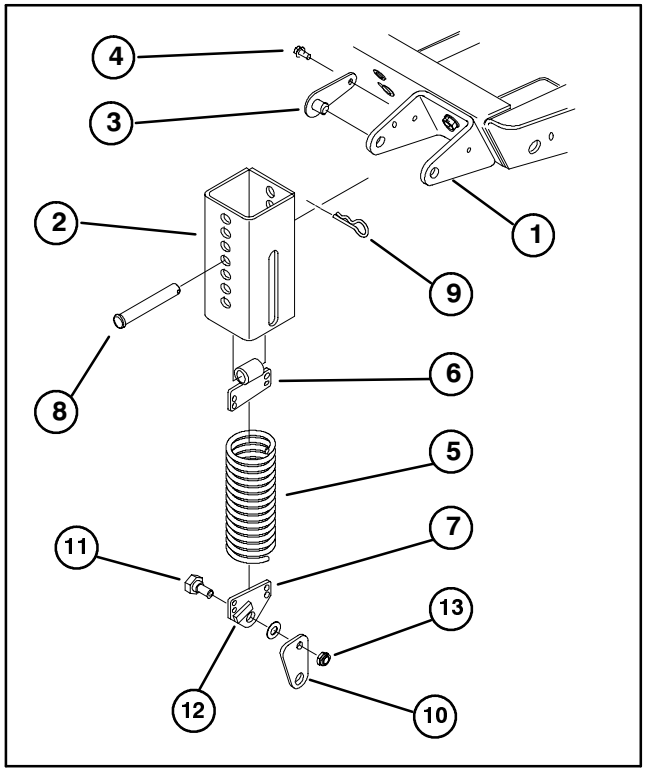

Figure 10
4. Thread the top extension spring coil into the top spring end holes and the bottom extension spring coil into the bottom spring end holes (Fig. 10).
5. Mount knee link to lower spring end with wide part of knee link pointing forward and spring end stop pointing forward. Secure knee link to outer side of spring end with a shoulder bolt, washer and locknut (Fig. 10, 11).
7. Align slotted holes in the spring cover (slot toward the bottom) with the mounting bracket holes. Insert lock pin assemblies into the bracket holes and secure each to the bracket with self–tapping screws (Fig. 10). Torque the screws to 20 ft–lb.
8. From the bottom, insert the spring and top spring end into the spring cover. Select a hole that matches the cutter deck height–of–cut setting; i.e., top cover hole matches the highest height setting, bottom cover hole the lowest, etc. Align the top spring end hole with the selected spring cover holes and insert the clevis pin to secure the spring inside the cover (Fig. 10). Secure clevis pin with a hair pin cotter.